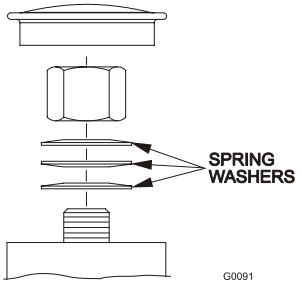

FIGURE 18
a) Remove dust cap from caster and tighten nyloc nut until washers are flat and back off 1/4 of a turn to properly set the pre-load on the bearings. If disassembled, make sure the spring washers are reinstalled as shown in Figure 18.